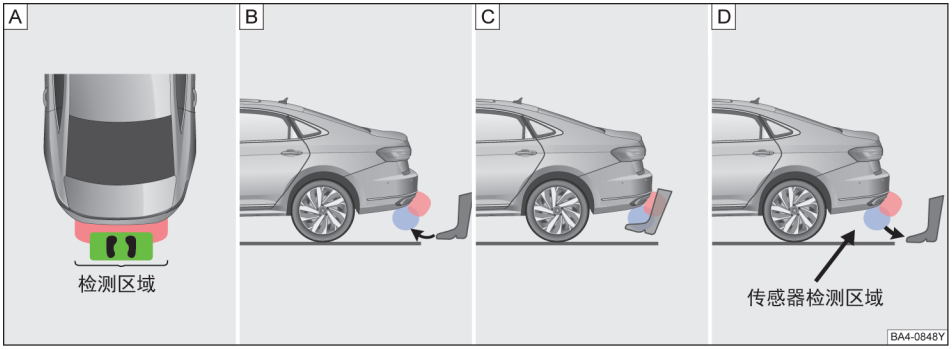

图 62 详细的脚踢步骤
1、站到后保险杆前中间位置的有效识别区域内→ 图 62 A
2、控制小腿快速踢向行李厢盖→ 图 62 B
3、小腿紧紧靠近后保处停止，并且不能触碰到后保→ 图 62 C
4、小腿停止后立即收回，并回到踢出位置→ 图 62 D